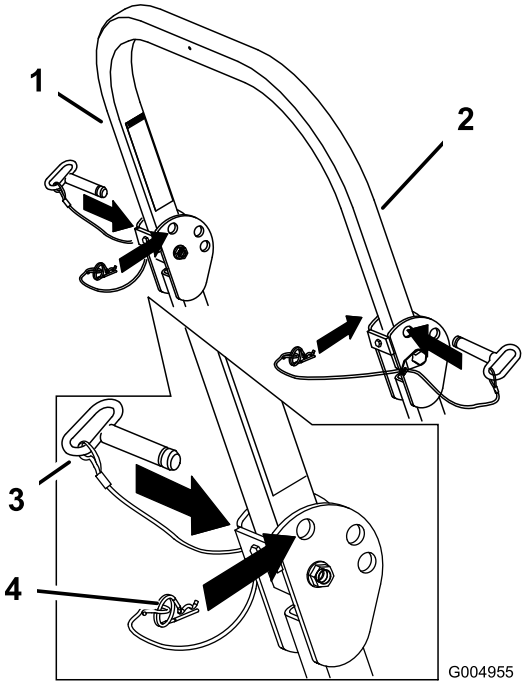

Rysunek 9
1. Wyjmij zawleczki i usuń dwa sworznie (Rysunek 9).
3. Zamocuj dwa sworznie i zabezpiecz je zawleczkami (Rysunek 9).
4. Aby podnieść pałąk, wyjmij zawleczkę i usuń dwa sworznie (Rysunek 9).
5. Unieś pałąk i zamocuj dwa sworznie, zabezpieczając je zawleczkami (Rysunek 9).